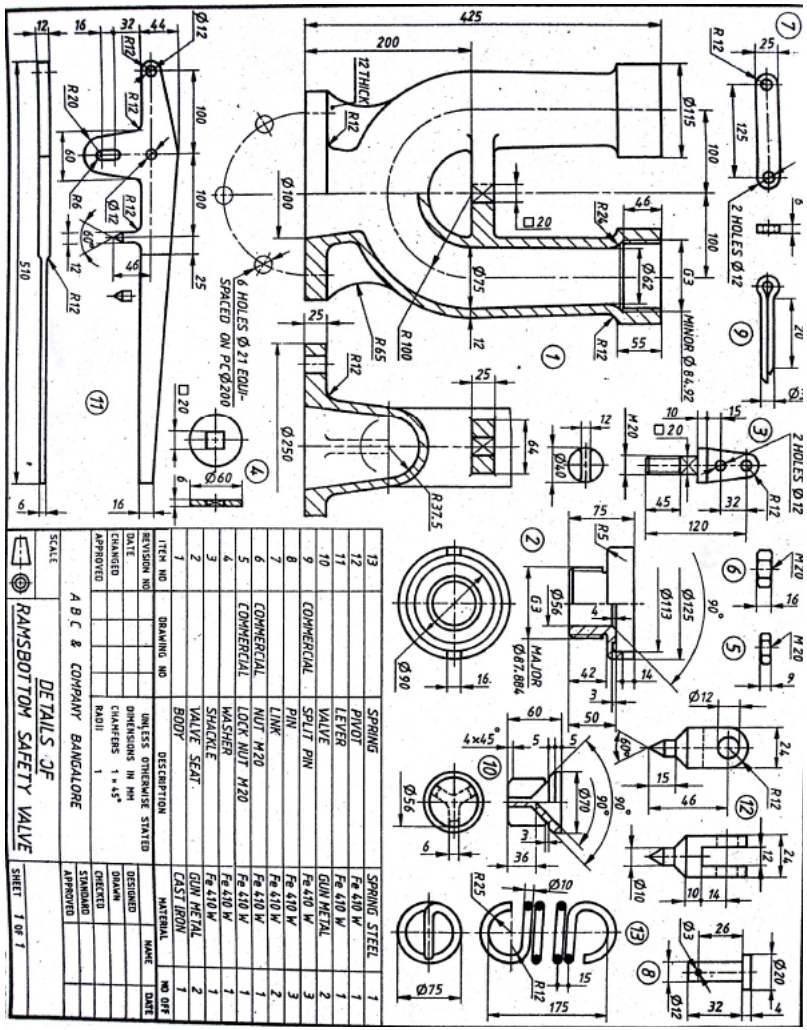

Fig 1 Rams Bottom Safety Valve
12. (a) Part details of a Rams bottom safety valve are show in fig 1. Draw the front view showing one half in sections of the assembled to 1:2:5 scale.